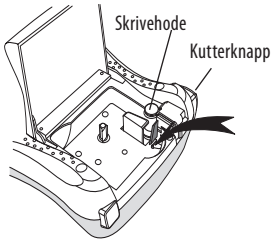

Figur 6
2. Trykk og hold nede kutterknappen for å avdekke kutterbladet. Se figur 6.
3. Tørk forsiktig over skrivehodet med den polstrede siden av verktøyet. Se figur 6.